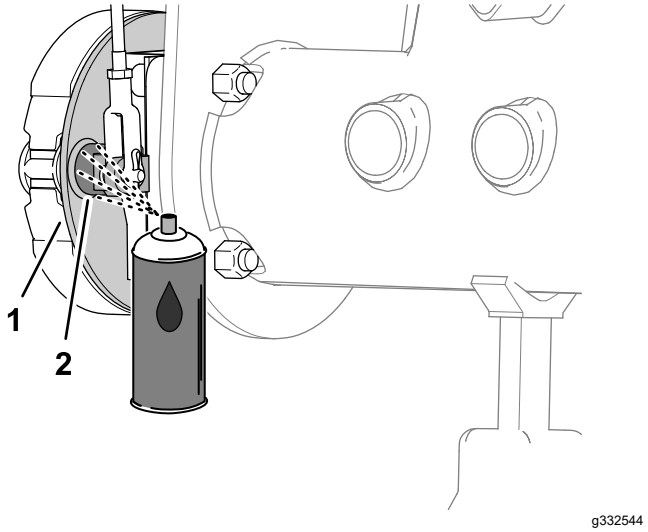
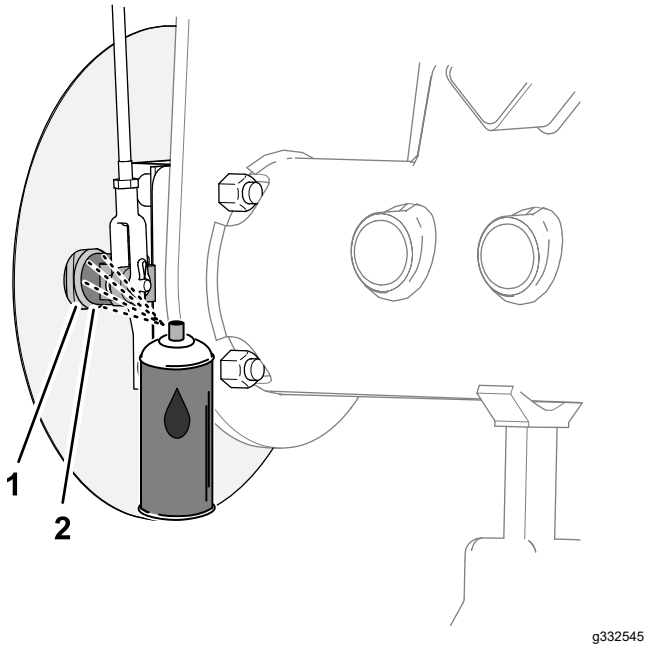

Figure 68
Figure 69
1. Sur l'intérieur du plateau de frein (modèles sans l'option déflecteur d'herbe de jante) ou du déflecteur d'herbe de roue (modèles avec l'option déflecteur d'herbe de jante), pulvérisez du dégrippant entre l'arbre à came de frein et le plateau de frein (Figure 68 ou Figure 69).